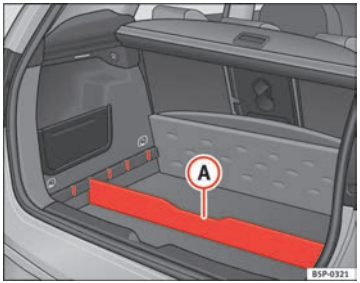

Fig. 107 Variable luggage compartment floor storage compartment
– Fit the separator (A) ⇒ Fig. 107, into the side grooves depending on the size of the objects to be transported. The on-board tool kit and the spare wheel are located underneath the luggage compartment.